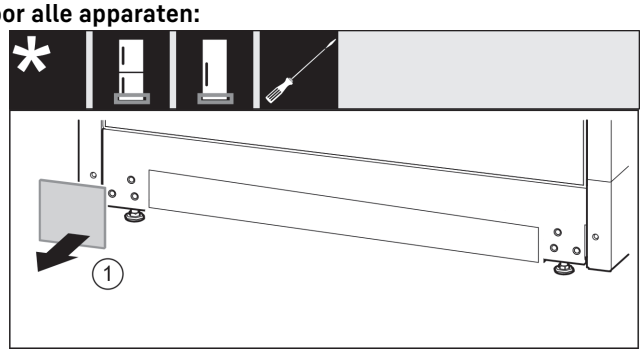

Fig. 30
- ▶ Afdekking *Fig. 30 (1)* wegnemen.